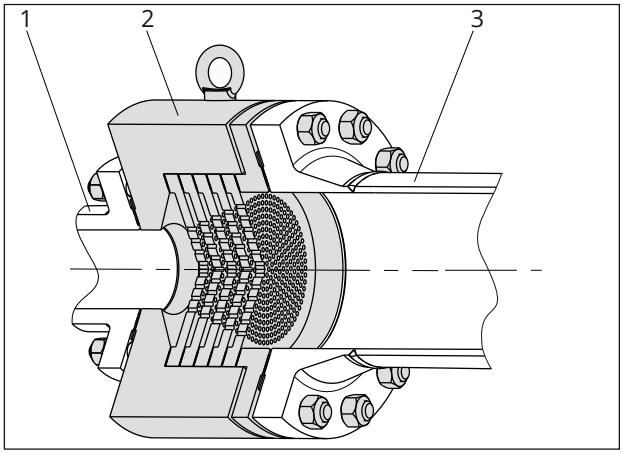
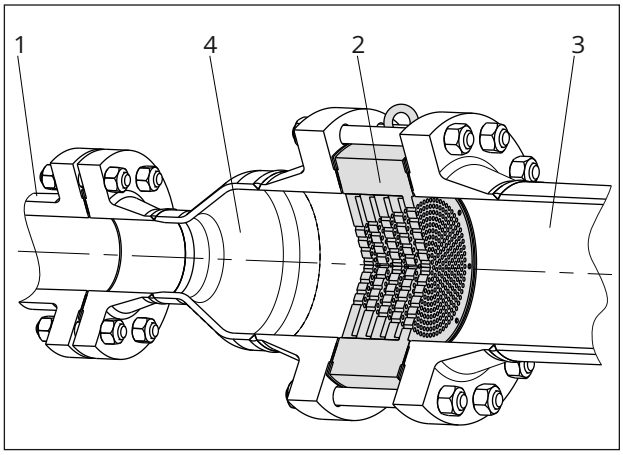

Bild 8: *Typ 3381-3-5: Fünf Drosselscheiben in Gehäuse*
Bild 9: *Typ 3381-4-5: Fünf Drosselscheiben zwischen Rohrleitungserweiterung und Rohrleitung geklemmt (Sandwich-Ausführung)*
- System von zwei bis fünf Drosselscheiben in einem Gehäuse (Typ 3381-3, vgl. Bild 8) oder als Sandwich-Ausführung (Typ 3381-4, vgl. Bild 9)
– **Typ 3381-3-X** · Drosselschalldämpfer mit zwei bis fünf Drosselscheiben in einem Gehäuse verbaut. Eine zusätzliche Rohrleitungserweiterung ist nicht notwendig (vgl. Bild 8).
– **Typ 3381-4-X** · System mit zwei bis fünf Drosselscheiben als Sandwich-Ausführung, in der Regel nach einer Rohrleitungserweiterung (vgl. Bild 9).
Im Typ 3381-3-X können zwei bis fünf Drosselscheiben hintereinander in einem Gehäuse verbaut werden (vgl. Bild 8). Die Eintritts- und Austrittsnennweiten können unterschiedlich sein: Die Eintrittsnennweite des Gehäuses entspricht der Ventilnennweite, die Austrittsnennweite entspricht der nachfolgenden Rohrleitungsnennweite. Eine etwaige Rohrleitungserweiterung ist bereits im Gehäuse integriert.
Beim Typ 3381-4-X werden zwei bis fünf Drosselscheiben zwischen Ventilausgang oder Rohrleitungserweiterung und Rohrleitung geklemmt (Sandwich-Ausführung). Wenn die Nennweite der Drosselscheiben größer ist als die Nennweite des Ventils, muss eine Rohrleitungserweiterung eingebaut werden (vgl. Bild 9).